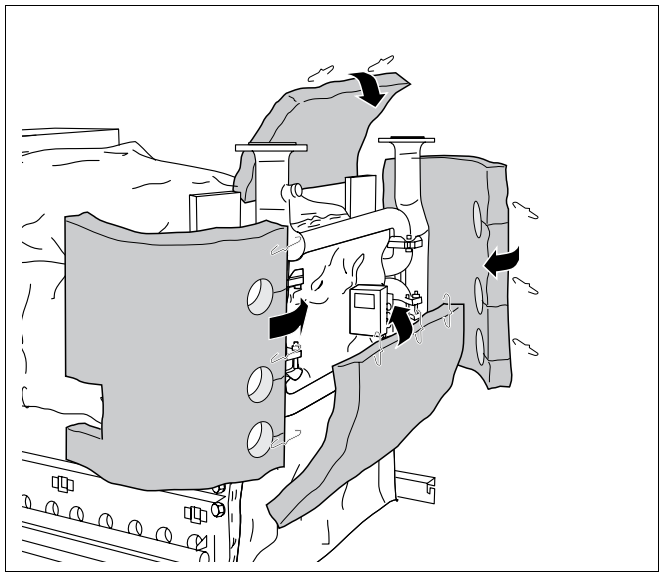
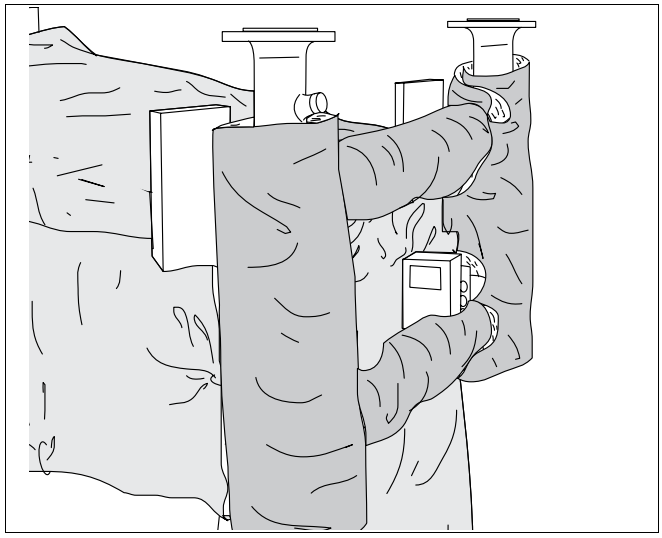

Afb. 51 Isolatie van de leidingen aanbrengen
Afb. 52 Isolatie compleet gemonteerd
Isolatie van de leidingen aanbrengen (afb. 51 u. afb. 52).
- Plaats de isolatie (links en rechts) om de verticale leidingen en bind ze samen met bevestigingsveren. De dwarsleidingen worden door de bovenste en onderste ronde uitsnijding gevoerd (afb. 51).
- Leid de stelmotor door de middenste ronde uitsnijding (afb. 51).
- Plaats de isolatie (boven en onder) om de dwarsleidingen en trek ze samen met bevestigingsveren (afb. 51).